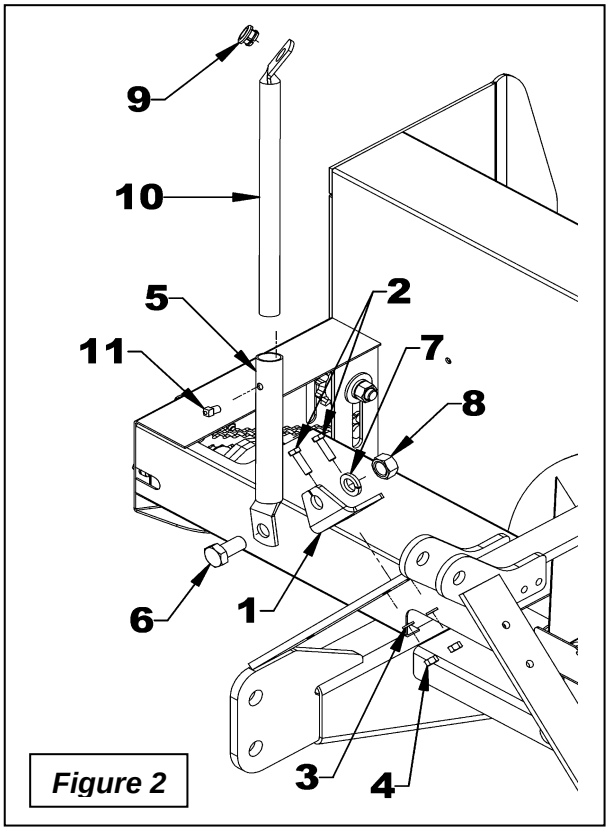

Figure 2
5. **FIGURE 2:** Installer la fixation (item 1) sur le bras d'attelage gauche ou droit du trois-point avec deux boulons 3/8"NC x 1 1/4", rondelles de blocages 3/8" et écrous 3/8" (items 2-3-4). Serrer fermement.
6. **FIGURE 2:** Installer la fixation du support de manivelle (item 5) sur la fixation (item 1) avec un boulon 3/4’’NC x 1 1/2’’, rondelle de blocage 3/4’’ et écrou 3/4"NC (items 6-7-8). Ne pas serrer.
7. **FIGURE 2:** Installer le guide de plastique (item 9) dans le support de manivelle (item 10).
8. **FIGURE 2:** Insérer le support de manivelle (item 10) dans la fixation du support de manivelle (item 5). Fixer, sans serrer, avec une vis de pression à tête carrée 3/8"NC x 1/2’’ (item 11).